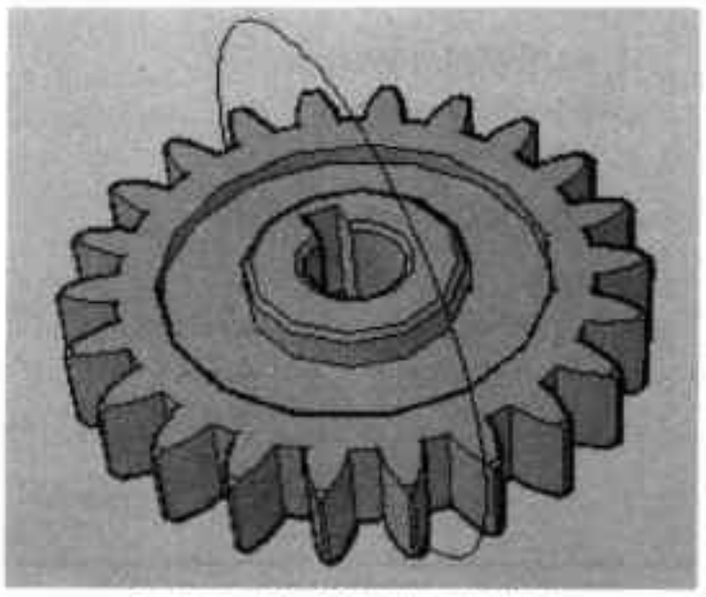

图11-35 绘制运动路径
Step 06 将视图设为左视图，并执行“圆”命令绘制圆形。然后将视图设为西南视图，选中圆形，并将其向Z轴方向移动至合适位置，如图11-35所示。